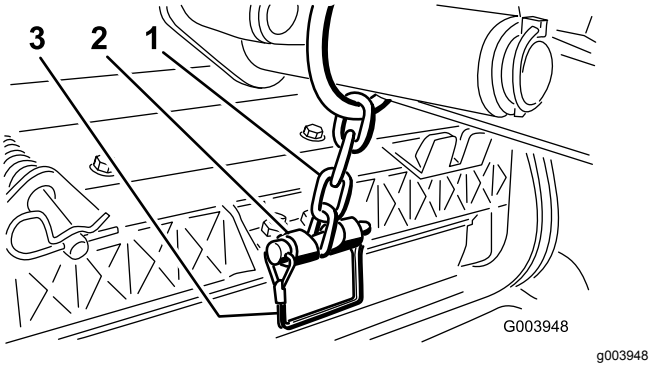

Figuur 10
11. Bevestig de ketting van de hefarm aan de kettingbeugel met de borgpen (Figuur 10).